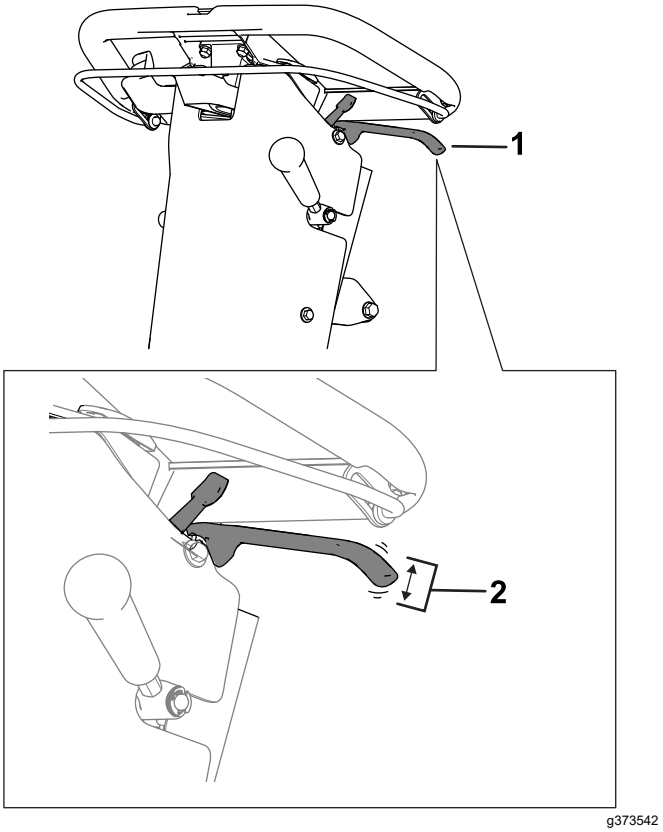

Figure 32
2. Mesurez la garde au bout de la poignée du frein de stationnement (Figure 32).